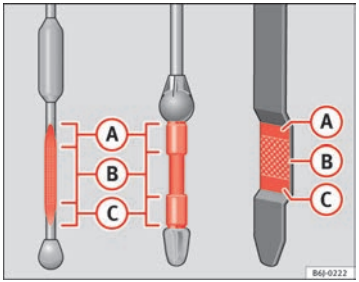

Fig. 166 Engine oil dipstick
– Then pull it out once more and check the oil level ⇒ page 237, fig. 166. Top up with engine oil if necessary.